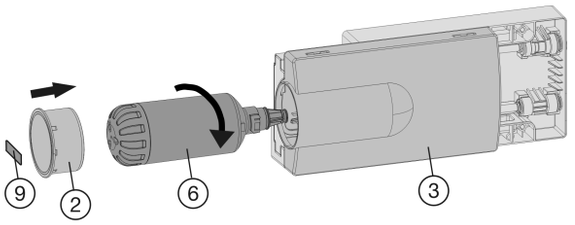

*Fig. 41*
- ▶ Place the tray cover *Fig. 41 (3)* into position.
▶ Remove the film from the water filter *Fig. 41 (6)*.
▶ Insert the water filter *Fig. 41 (6)* and turn it approximately 100° to the right until it locks into position.
▶ Place the cover on the filter *Fig. 41 (2)*.
▶ Write the date of the next filter replacement on the supplied adhesive label *Fig. 41 (9)* and affix it to the module.